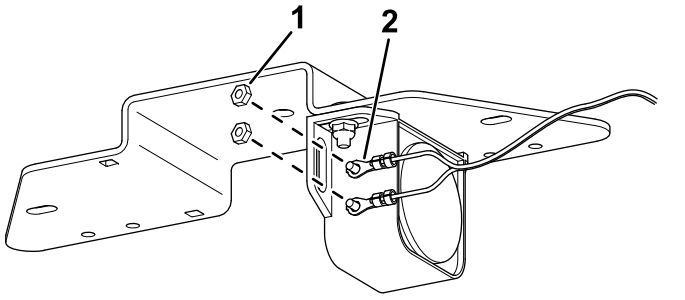

Figur 2
2. Brug de eksisterende møtrikker på alarmen til at fastgøre ledningsnettets ringklemmer til alarmen (Figur 2).